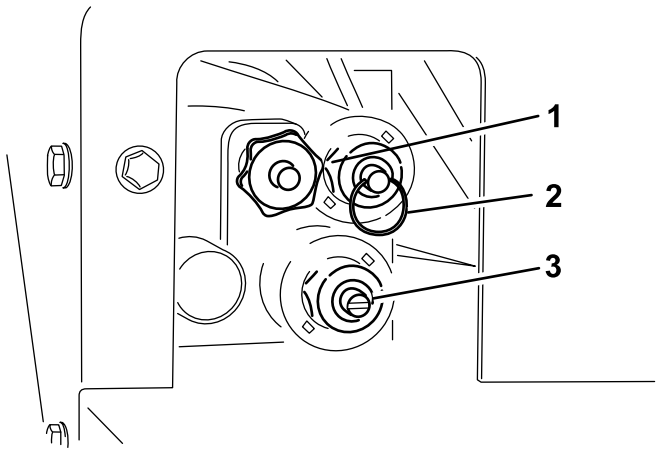

Figur 26
Åtkomst för åsidosättning sker på hydraulsystemets förarsida (Figur 26).
- Justera golvhastigheten (Figur 26) genom att vrida ratten medurs. Eftersom maximal golvhastighet används i det färgkodade styrsystemet kan den här justeringen göras när det inte förekommer något hydrauliskt flöde. Detta är extra viktigt när tråget är fullt med sand.
- Höj tråget (Figur 26) genom att trycka inåt på ringen på ventilskaftet.
- Sänk tråget (Figur 26) genom att dra utåt på ringen på ventilskaftet.
- Justera spridarhastigheten (Figur 26) med en vanlig skruvmejsel genom att vrida den medurs för att öka och moturs för att sänka hastigheten.